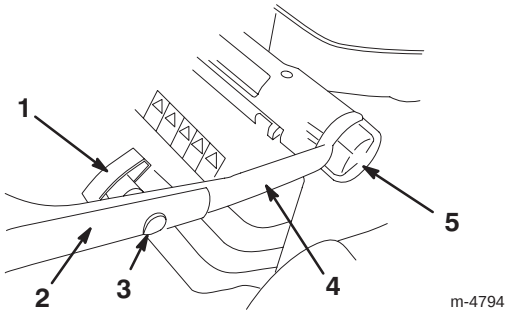

Bild 2
1. Lockern Sie die Griffhöheneinstellräder und drehen das untere Handgriffteil in Richtung Rückseite des Rasenmähers, bis es auf eine der in Bild 2 dargestellten Höheneinstellungen ist. Weitere Angaben zum Einstellen der Griffhöhe finden Sie unter „Einstellen der Griffhöhe“ auf Seite 7.
3. Sichern Sie das obere Handgriffteil mit den Ovalkopfschrauben und Grifffeststellrädern an das untere Teil ab (Bild 2). **Ziehen Sie die Grifffeststellräder gut fest.**
Sie können den Handgriff auf drei verschiedene Höhen einstellen: hoch, mittel und tief (Bild 2). Wählen Sie die Griffhöhe, die für Sie am bequemsten ist.